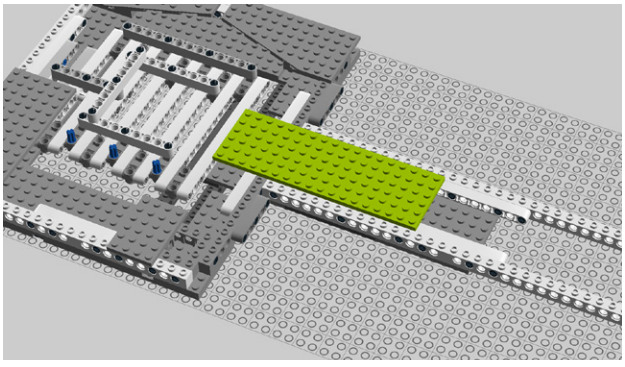

Figure 8-50. *Step 45: Adding 6x8 and 6x10 plates to the neck*
45. Add 6x8 and 6x10 plates to the top (Figure 8-50).